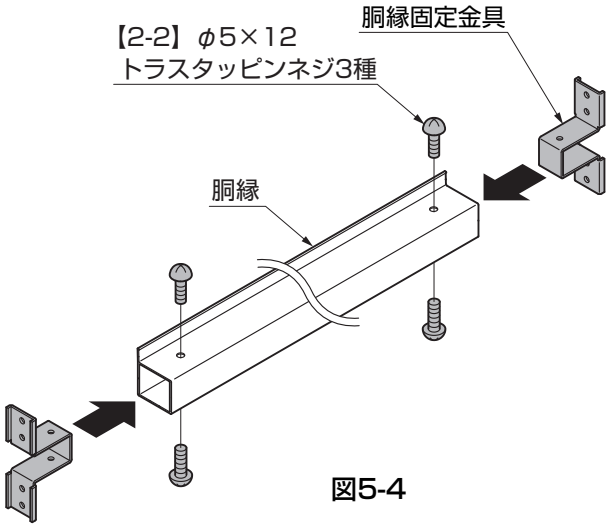

図5-4
②胴縁固定金具を胴縁に【2-2】で取付けてください。（図5-4参照）